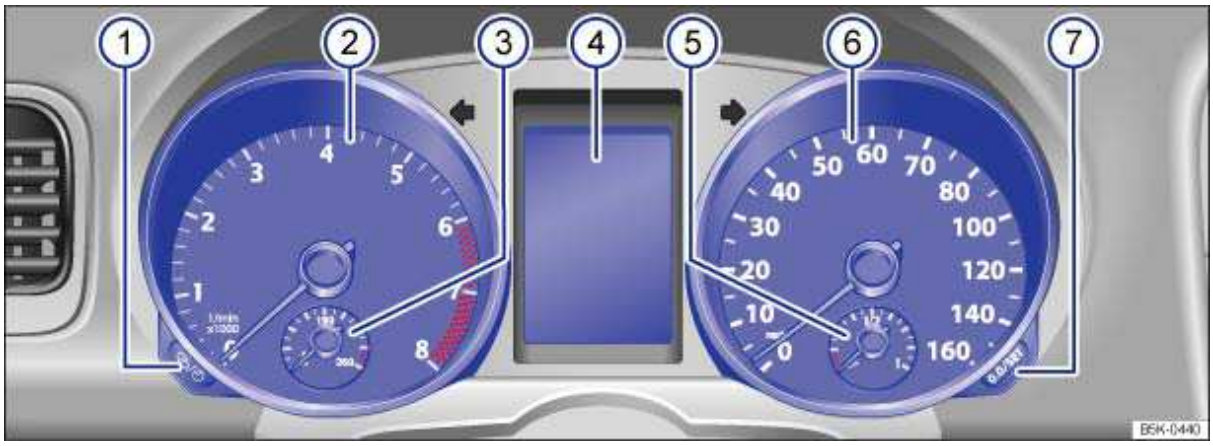
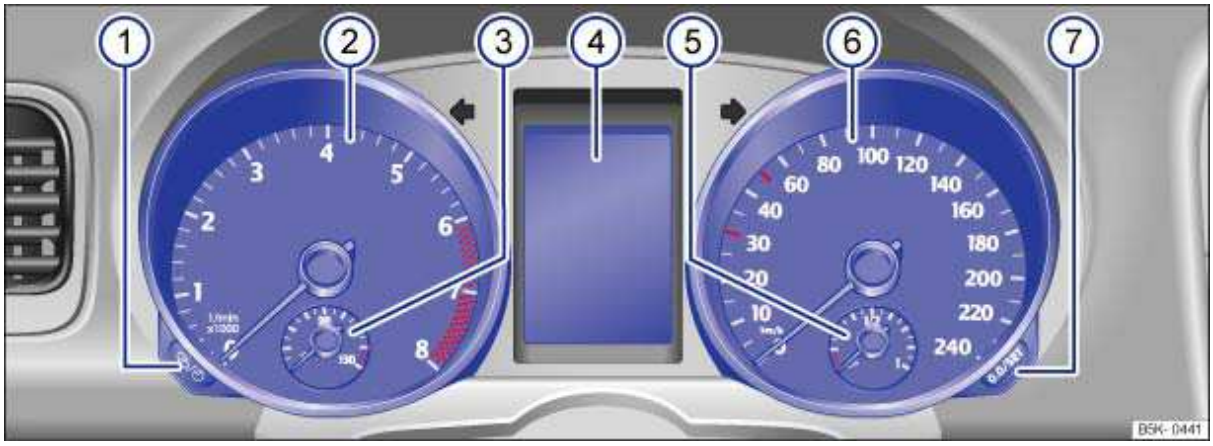

Fig. 11 Instrument cluster in the instrument panel.
Fig. 12 Instrument cluster in the instrument panel.
Instrument explanations ⇒ fig. 11:
Instrument explanations ⇒ fig. 12:
Depending on the vehicle model, different information may be shown in the instrument cluster display ⇒fig. 12 (4), ⇒fig. 11 (4).
The service appointment reminder is shown in the instrument cluster display ⇒fig. 12 (4), ⇒fig. 11 (4).